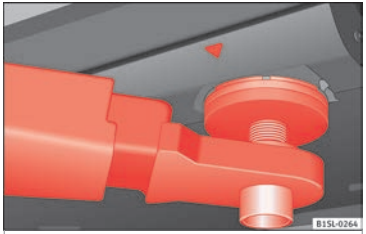
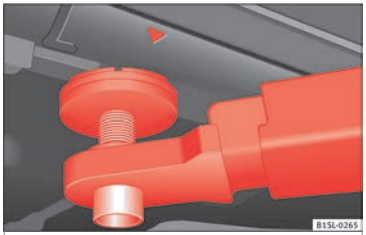

Fig. 158 Front jacking points for raising vehicle with lifting platform or jack
Fig. 159 Rear jacking points for raising vehicle with lifting platform or jack
Always use the jacking points indicated in the figures ››› **Fig. 158** and ››› **Fig. 159** when raising the vehicle. If the vehicle is not lifted at these points, it could be seriously damaged ››› ❗ or lead to serious injury ››› ⚠.
- **Only use the jacking points indicated in the figures ››› Fig. 158 and ››› Fig. 159 when raising the vehicle. If the vehicle is not lifted at the indicated points, it may fall from the platform while the engine or gearbox is being dismounted, for example.**